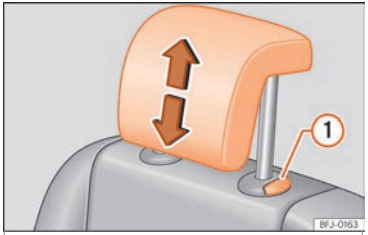

Fig. 109 Démontage des appuie-tête arrière : seconde rangée de sièges.
- Retirez complètement l'appuie-tête tout en appuyant sur la touche ››› **fig. 109** ①.